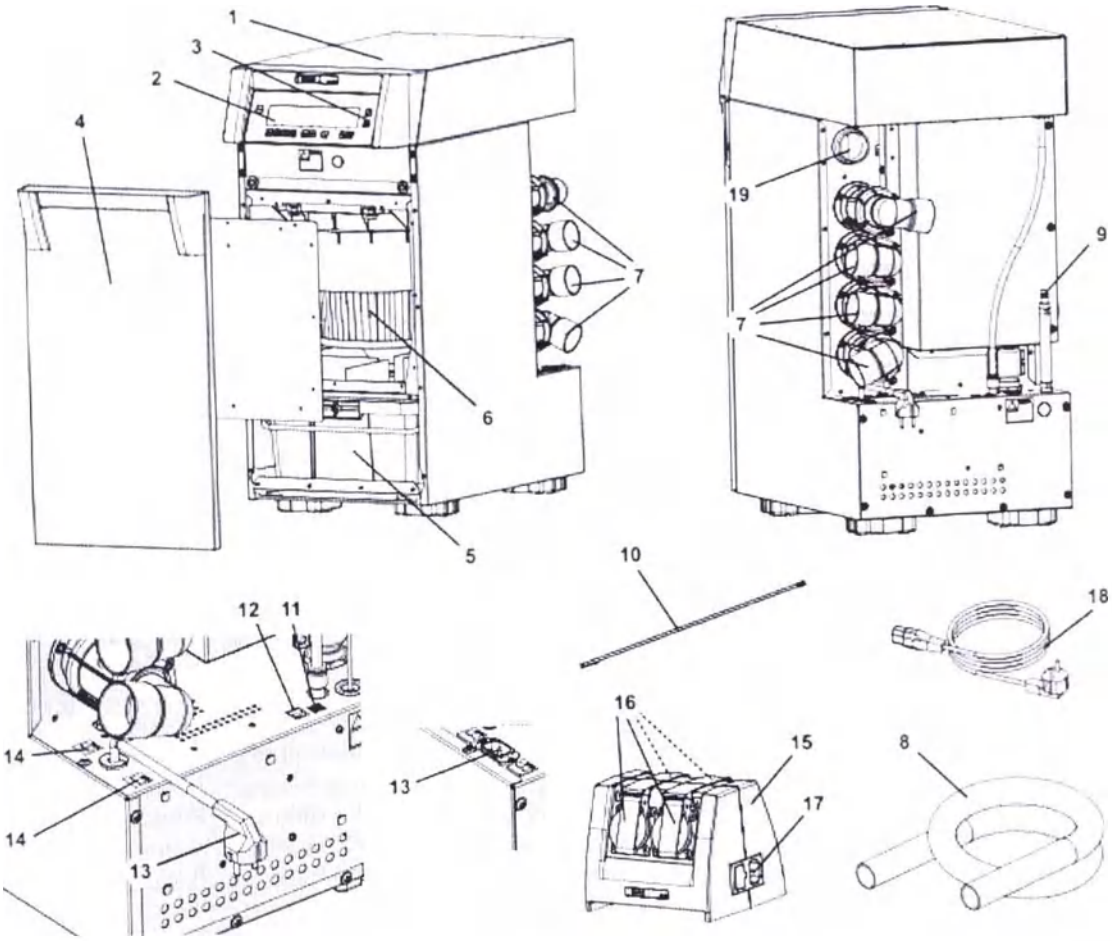

Рис. 1
► Штепсельные розетки на Quattro Control-Box (15, рис.1) предназначены только для целей, указанных в руководстве по эксплуатации. Подключение других электроприборов может привести к повреждению.
⇒ Шланг охлаждающего воздуха вставить в гнездо для охлаждающего воздуха (19, рис. 1).
⇒ Аппарат выключать с помощью включателя / выключателя(3, Рис. 1).
На устройстве сбоку прочно закреплен шланг сжатого воздуха (9, рис. 1).